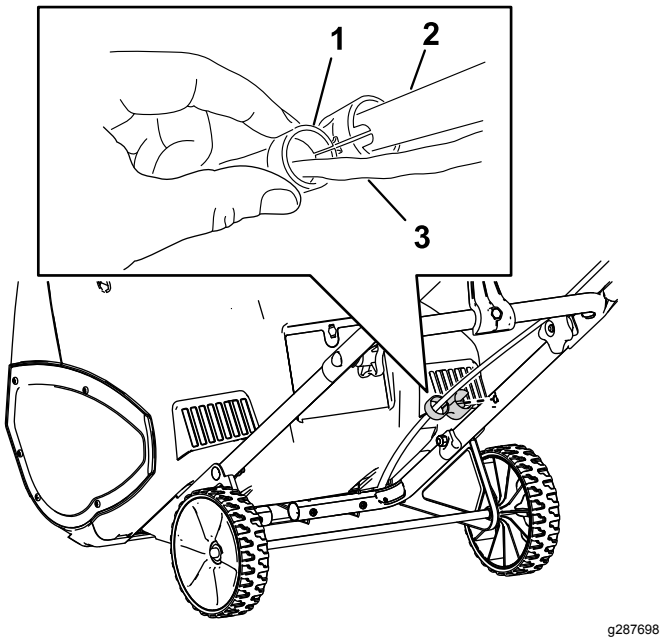

Figura 2
4. Fissate la guida del cavo alla stegola (Figura 2).